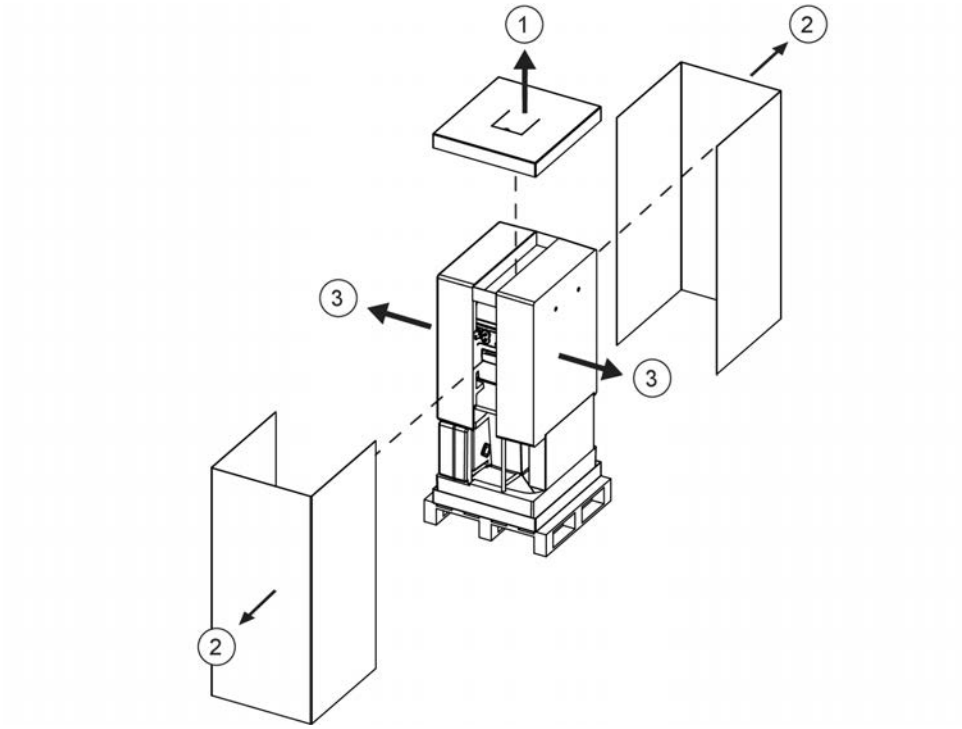

Figure 2-1. Unpacking procedure
1) Unpack the equipment in the order suggested by the numbers in Figure 2-1 “Unpacking procedure” on page 21.